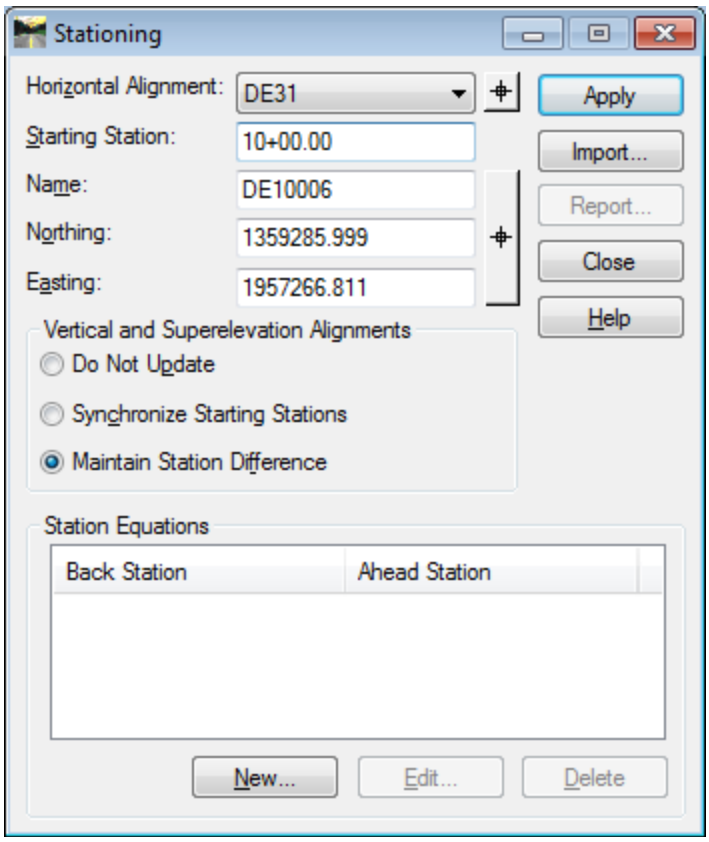

Figure L3-45 Stationing
48.	**Station the Alignment to Begin at Sta.10+00.** • In InRoads, select **Geometry ► Horizontal Curve Set ► Stationing**. The **Stationing** dialog opens. • Change the starting Station to **10+00.00.** • Verify your entries match those shown in *Figure L3-45*. • Click **Apply** and **Close**. *Begins Alignment Stationing for DE31 at 10+00.00.*